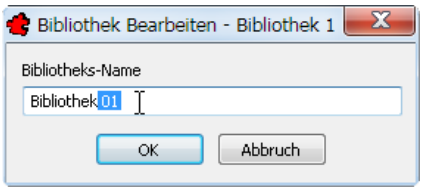

Bild 27.10 – Ändern des Bibliotheksnamens
- Das Dialogfeld *Bibliothek bearbeiten* erscheint. Ändern Sie den Namen in **Bibliothek 01** und bestätigen Sie (Abb. 27.10).